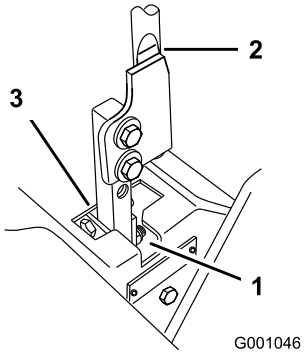

Figura 67
5. Mueva la palanca a la posición de punto muerto, pero no bloqueada (Figura 67).
6. Tire hacia atrás de la palanca hasta que el pasador (en el brazo debajo del eje pivotante) entre en contacto con el extremo de la ranura (empezando justo a tensar el muelle) (Figura 67).
7. Compruebe la posición de la palanca de control con relación a la muesca de la consola (Figura 67). Debe estar centrada para que la palanca pueda girar hacia fuera a la posición de bloqueo/punto muerto.